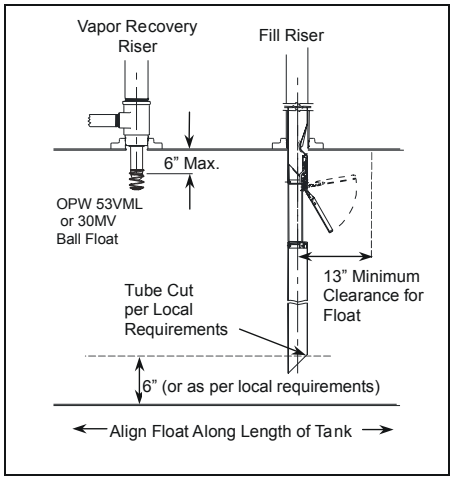

Figure 16
Measuring from the underside of the inlet tube flange, mark the overall length of the drop tube a distance of (B) minus 6" or as per local codes or requirements. Determine dimension (B) from the measurements taken in Step 1, Figure 1 (Top of the FSA-400 below the drain valve outlet in the spill container to the bottom of the tank). Saw off the excess tube at a 45-degree angle and file off any sharp burrs (Refer to Figure 16). Optional: Install the OPW/POMECO Tank Bottom Protector on the lower tube (Refer to Installation instructions supplied with the 6110 Tank Bottom Protector).